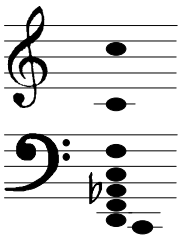

Abb. 1: *Subharmonische* eines Signals mit der Tonhöhe C5
❶ **CV In** : Eingang für Steuerspannung
❷ **In** : Eingang für Audio-Signal
❸ **Out** : Ausgang des Frequenzteilers
① Manual
Mit dem Regler ① stellen Sie **manuell** den **Teiler N** ein. Durch **ganzzahlige Division der Eingangssignal-Frequenz** entstehen die **Subharmonischen**. Die Tabelle in Abb. 1 zeigt am Beispiel des Eingangs-Signals mit der Tonhöhe C5 (523,2 Hz) die Frequenzen der entstehenden Subharmonischen und die korrespondierenden Tonhöhen.